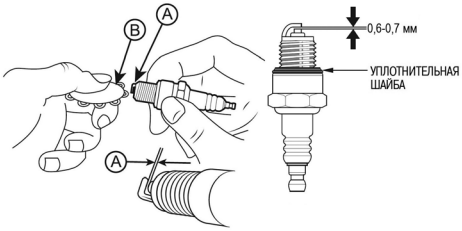

Рис. 25. Проверка зазора между электродами
4. Измерьте зазор между электродами свечи зажигания специальным щупом. Зазор должен быть 0,6-0,7 мм (Рис. 25). При увеличении или уменьшении требуемого зазора рекомендуется заменить свечу, так как регулировка зазора может привести к изменению качества искрообразования.
Для ручной заточки пильной цепи используется специальный круглый напильник диаметром 4,0 мм. Для более точной заточки цепи напильник рекомендуется установить в специальную обойму, на корпусе которой нанесены справочные данные (Рис. 25). Также рекомендуется использовать н6бор для заточки пильных цепей, в состав которого входит обойма с круглым напильником и калибр для проверки высоты ограничителя глубины пропила с плоским напильником.